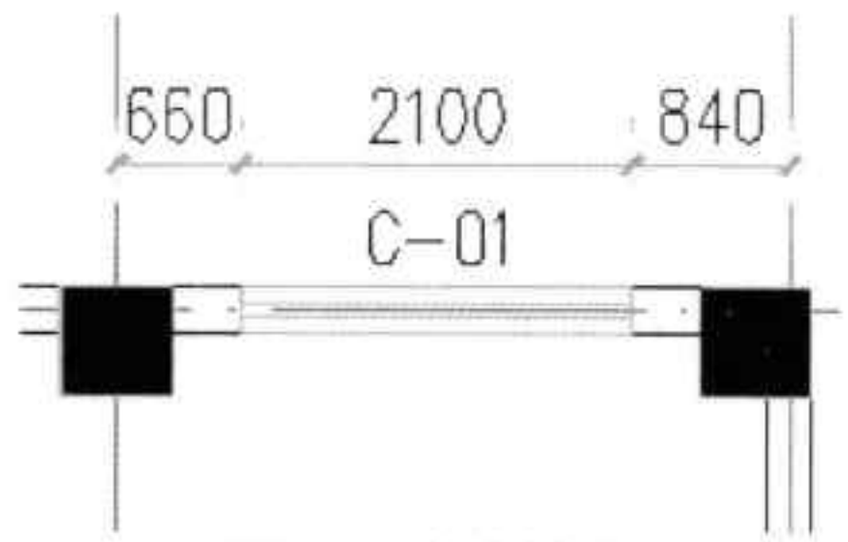

图17-111 完成窗标注
Step14 选择完成后即可标注该窗户图形，如图 17-111 所示。